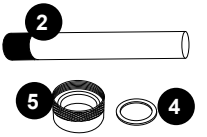

FIGURE 7
5. Remove the quartz seal compression nut (5) by turning it **counterclockwise,** Figure 5. Use a pair of channel-lock pliers if needed, Figure 6. You will notice that there is a stainless-steel compression washer (4) which slides over the quartz tube, save the washer (4) for later use, Figure 7.